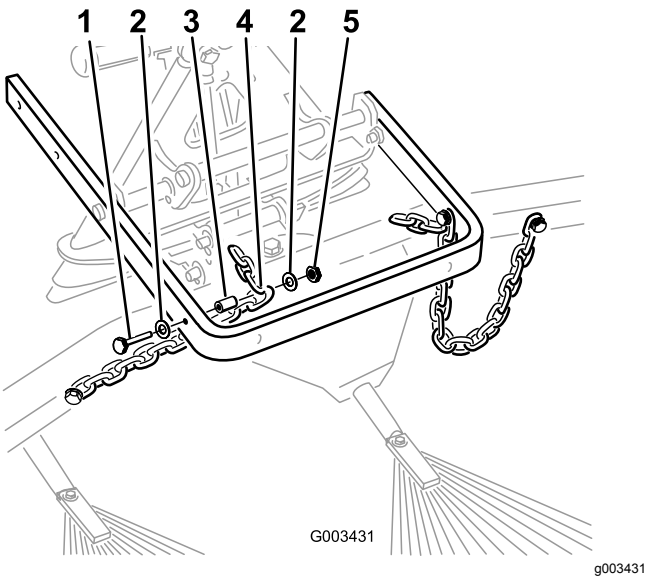

Figura 10
8. Fissate la terza maglia di ciascuna catena alla parte esterna del braccio di sollevamento (Figura 10) utilizzando un bullone (⅜" x 2½"), 2 rondelle (⅜" x 7/8"), un distanziale e un dado (⅜").